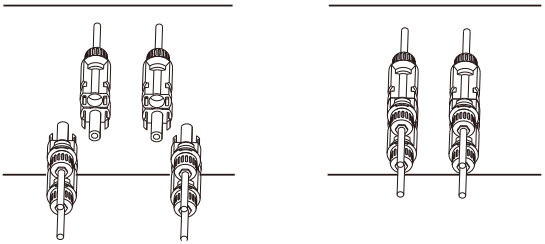

Рис. 5.6 Подключение входа постоянного тока
d)Вставьте коннекторы постоянного тока в положительный и отрицательный вход инвертора, как изображено на рис. 5.6.